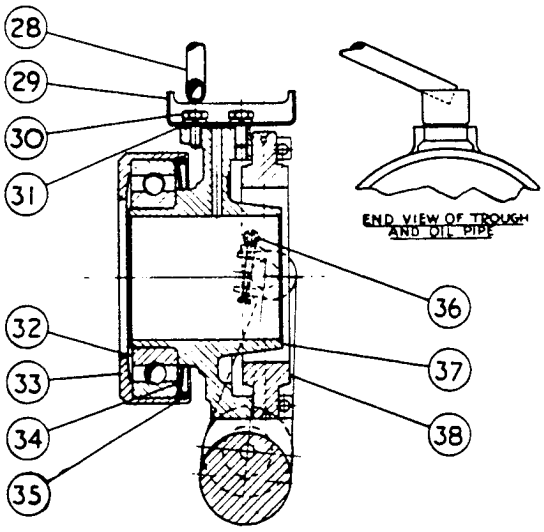

Fig.5. Section through clutch release bearing and trunnion.
3. Over zealous application of the foot-operated chassis oil pump or a faulty oil restrictor (Type ZEO), allowing too much oil to reach the clutch release bearing (32 Fig.5) eventually working its way along the splines on to the driven plate.
The above will probably allow too much oil to reach the clutch release bearing (32 Fig.5) and eventually find its way on the rear facing of the driven plate assembly. The chassis oil pump should only be operated in accordance with the instructions given in the Owners Handbook i.e."Depress
If the clutch has been removed for the purpose of fitting a new driven plate assembly, then prior to refitting the gearbox to the clutch casing, ascertain that the oil feed pipe (28 Fig.5) to the oil trough of the clutch trunnion is correctly positioned above the trough. The end of the pipe should be approximately over the front setscrew (i.e. the one nearer to the flywheel) retaining the trough to the trunnion when the clutch release bearing housing (33) is in contact with the adjusting screws of the three clutch release levers. Check that the oil feed hole from trough to the trunnion is clear. With sufficient oil in the foot-operated oil pump, depress the pedal once and count the number of oil drops delivered to the trough of the trunnion.